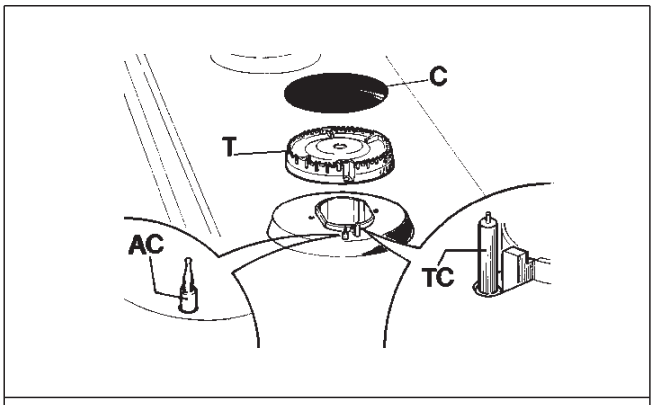

FIG. 6
Hvis du vil beholde overflaten skinnende er det svært viktig å vaske den med lunkent såpevann etter hver gangs bruk, skylle og tørke av. På samme måte vasker du de emaljerte ristene, de emaljerte lokkene "C" og brennerhodene "T" (se fig. 6).
- ***kontrollere at festene til brennerhodene "T" (fig. 6) ikke er tilstoppet av fremmedelementer.***
- ***Pass på at det emaljerte lokket "C" (fig. 6), er plassert riktig på brennerhodet. Lokket er korrekt plassert når det ligger fullstendig stabilt på brennerhodet.***